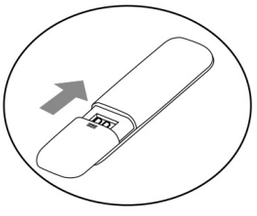

Fig.3
- Réinsérez le couvercle dans le compartiment à piles (respectez le sens de la flèche sur la fig.3).